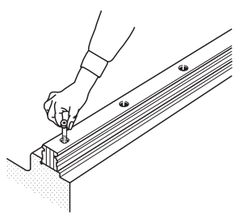

Fig. 30 Temporary fixing of track rail
❷Temporary fixing of Linear Way Ⅰ and Ⅱ track rails
- Correctly fit the reference mounting surface of Linear Way Ⅰ and Ⅱ track rail onto the mating reference mounting surface of the bed, and temporarily fix the track rail with mounting bolts. (See Fig. 30.)